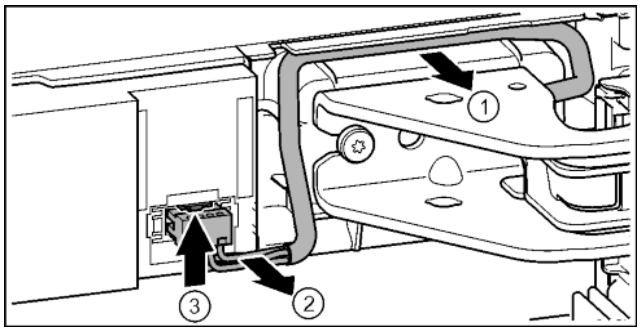

Fig. 21
- ▶ Kabel über Lagerbock vorsichtig aus der Führung lösen. *Fig. 21 (1)*
- ▶ Kabellitzen vorsichtig aus Kanal ziehen. *Fig. 21 (2)*
- ▶ Lasche nach oben drücken und Stecker vorsichtig herausziehen. *Fig. 21 (3)*